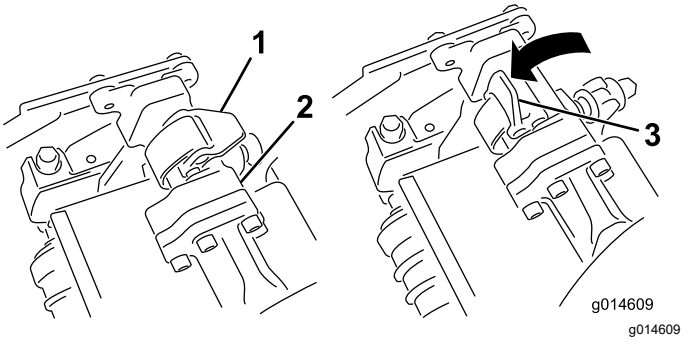
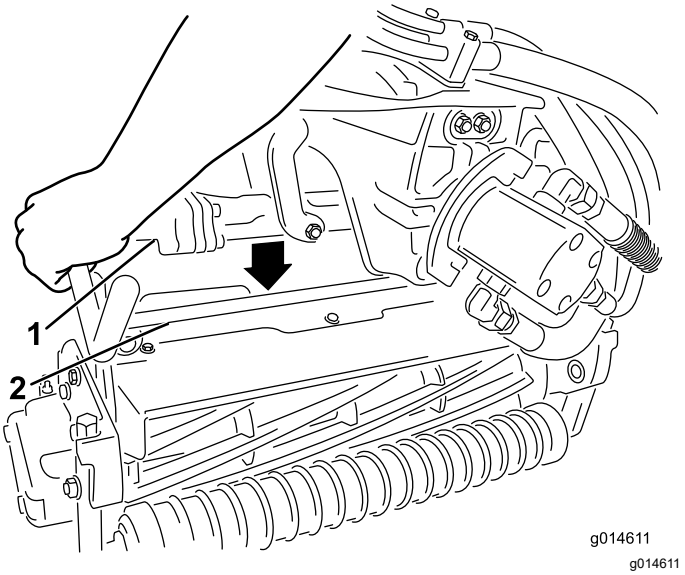

Figur 47
Figur 48
3. Låt spärrarna på upphängningsarmstången peka uppåt (dvs. de ska vara öppna) (Figur 47) och tryck upphängningsarmen nedåt så att stången passar över stången över ovansidan av klippenheten (Figur 48).
4. Fäll spärrarna nedåt och runt klippenhetsstången och lås dem på plats (Figur 47).
4. Öppna spärrarna på upphängningsarmstången på den klippenhet som du tar bort (Figur 47).